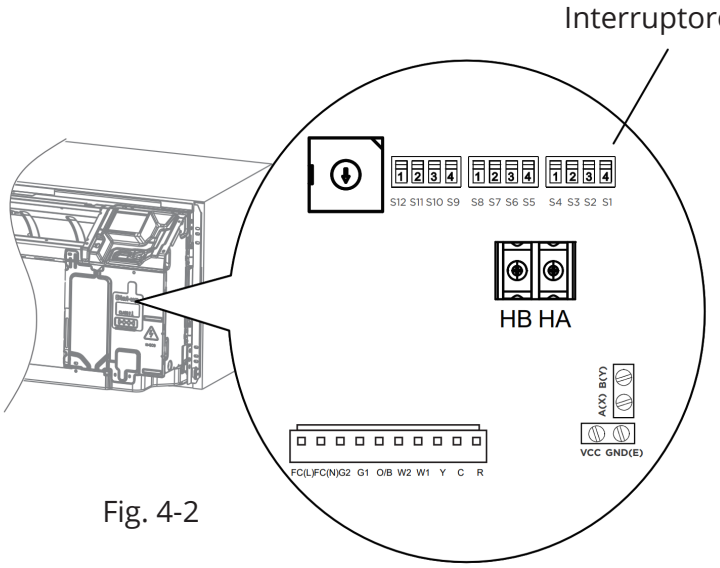

Fig. 4-2
Paso 2: Retire el pasacables de goma para configurar los interruptores DIP. Vuelva a colocar el pasacables de goma una vez que haya terminado. No deseche el pasacables de goma. (Consulte la Fig. 4-2).